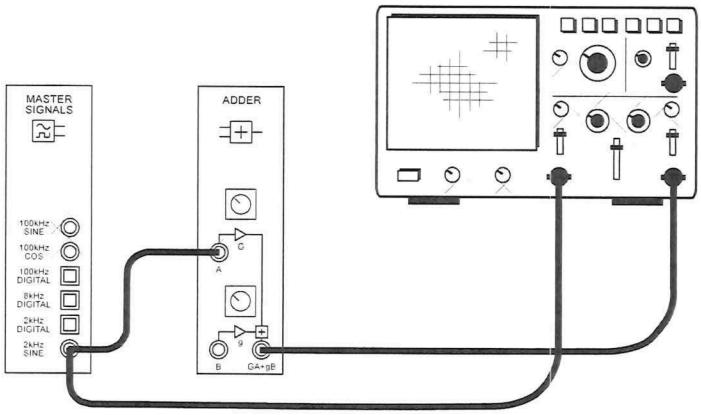
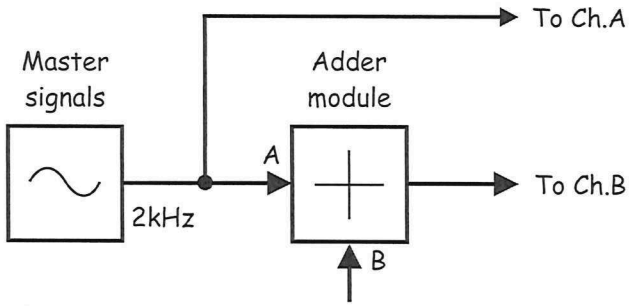

Figure 1
Figure 2
4. Connect the set-up shown in Figure 1 below.
The set-up in Figure 1 on the previous page can be represented by the block diagram in Figure 2 below.